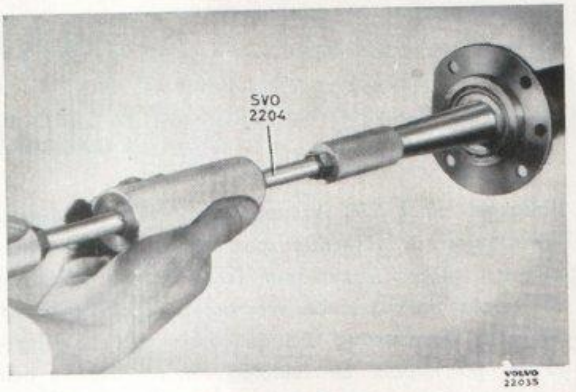
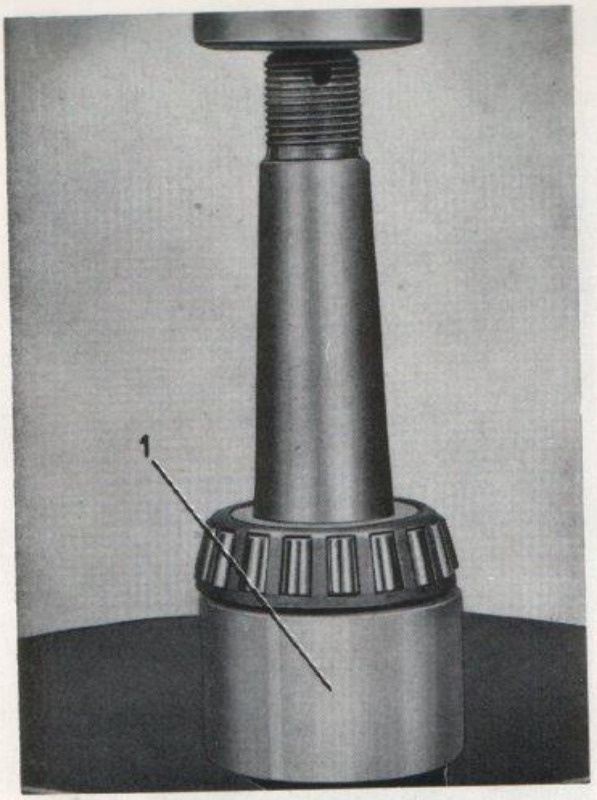

Bild 5-2. Demont. av drivaxel
Bild 5-9. Demont. av drivaxellager
2. Drag ut drivaxeln, bild 5-2. Använd utdragare SVO 2204.
2. Drag ut drivaxeln, bild 5-2. Använd verktyg SVO 2204. Kontrollera ev. byt tätningsringen.
3. Pressa av lagret, se bild 5-9. Använd SVO 1806 som underläggsring. Montera det nya lagret med hjälp av hylsa SVO 1805.
3. Tag bort drivaxlarna (13). Använd utdragare SVO 2204, se bild 5-2. Pressa vid behov rullagret (15) av axlarna. Härvid användes som underläggsring SVO 1806, se bild 5-9.